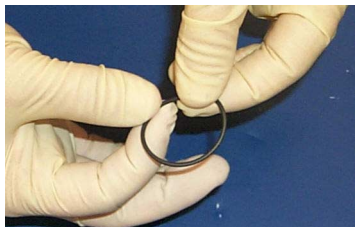

Figure 8-7 Inspecting an O-ring
2. Carefully inspect all O-rings. Replace all damaged O-rings (Figure 8-7).